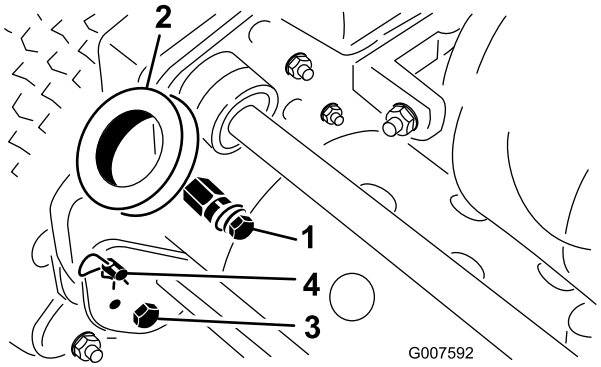

Figur 2
1. Ta bort de skruvar, låsmuttrar och brickor som håller fast styrarmarnas nedre delar på båda sidorna av maskinen (Figur 2).
2. Avlägsna hårnålssprintarna och ringbultarna som fäster styrarmarna på ramens baksida (Figur 2).
3. För in handtagets ändar genom hålen i styrarmarna och passa in hålen efter fäststiften (Figur 2).
1. Avlägsna hårnålssprintarna från ringbultarna på varje sida av maskinen (Figur 2).
2. Medan du stöder handtaget avlägsnar du ringbultarna på varje sida och höjer eller sänker handtaget till önskat driftsläge (Figur 2).